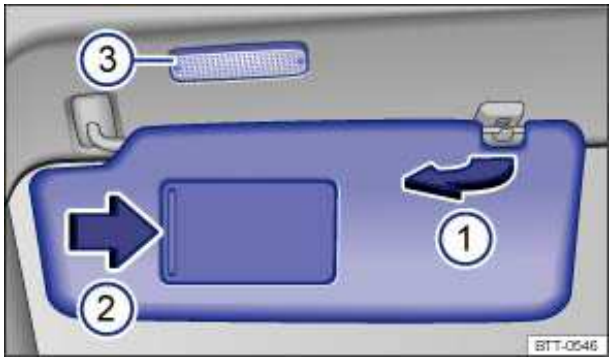

Fig. 88 Sun visor.
- Lift it out of the retaining clip ⇒ fig. 88 (1) and swivel it over toward the door.